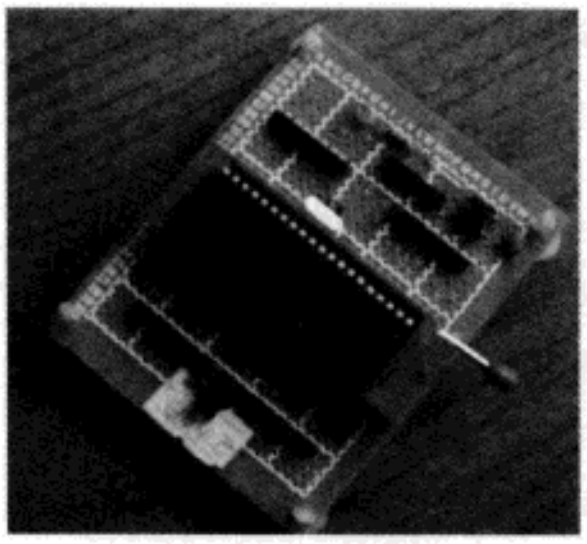

图9 AT89S52单片机最小系统
1. 按图9连接好单片机最小系统（AT89S52、时钟电路、电源）。